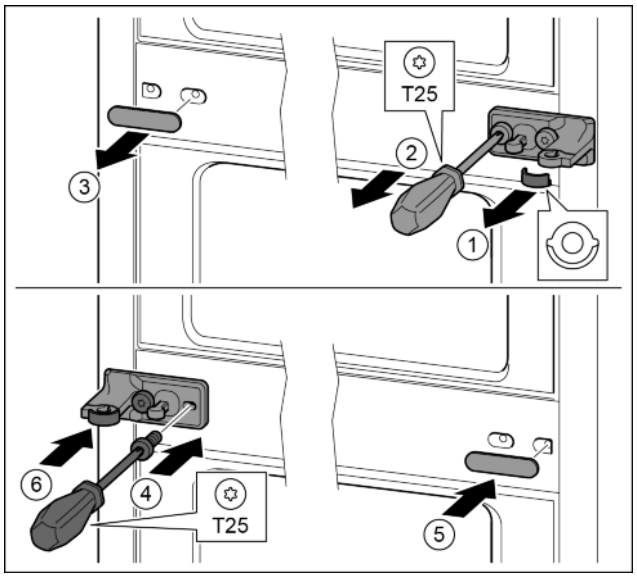

Fig. 28
▶ Remove the disc. *Fig. 28 (1)*
▶ Remove the screws with the T25 screwdriver. *Fig. 28 (2)*
- ▶ Remove the cover carefully. *Fig. 28 (3)*
- ▶ Screw the bearing bracket and the film rotated 180° firmly onto the other side. *Fig. 28 (4)*
- ▶ Attach the cover rotated 180° onto the other side. *Fig. 28 (5)*
- ▶ Push the disc in from the front. *Fig. 28 (6)*